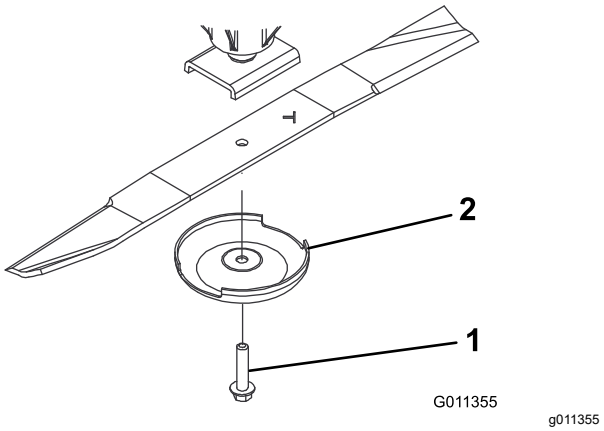

Figur 72
3. Fatta tag i knivens ände med en trasa eller en tjockt vadderad handske och ta bort knivskruven, antiskalpbehållaren och kniven från spindelaxeln (Figur 72).
4. Montera kniven med seglet mot klippdäcket med hjälp av antiskalpbehållaren och knivskruven (Figur 72).